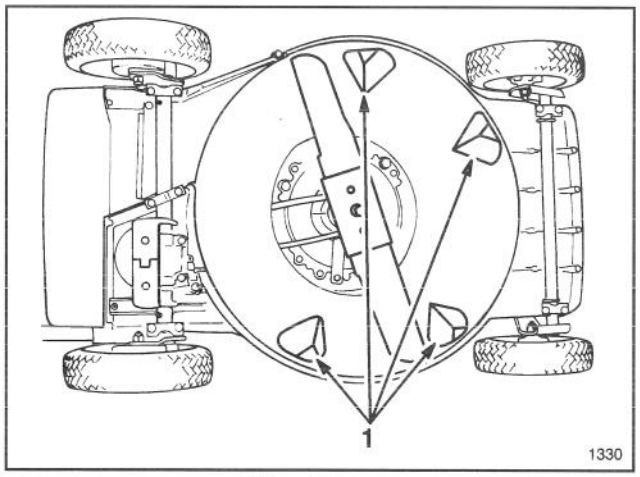

Afbeelding 26
Houd de onderkant van de maaikast schoon om een optimale prestatie te verzekeren. Zorg er vooral voor dat de stootplaten altijd vrij van verontreinigingen zijn (Fig. 26).
3. Leg de maaier op zijn linker zijkant (Fig. 26).